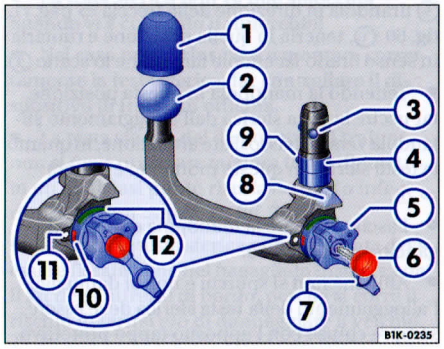
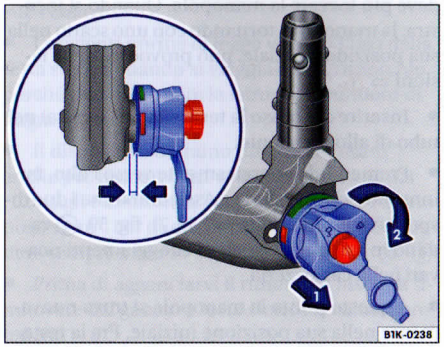

Fig. 59 Il gancio a testa sferica amovibile del dispositivo di traino
Fig. 60 Precarico del gancio a testa sferica
Legenda ⇒ fig. 59
- Togliere il tappo protettivo ⑦ della serratura e inserire la chiave ⑥.
- Girare la chiave ⑥ finché la freccia raffigurata su di essa non è orientata verso il simbolo del "lucchetto aperto".
- Con la mano destra estrarre poi la manopola tirandola in direzione della freccia ⇒ fig. 60 ①, tenerla in quella posizione e ruotarla nel senso indicato dalla freccia ②. La preparazione al montaggio del gancio a testa sferica è a questo punto terminata. Il contrassegno rosso ⇒ fig. 59 ⑩ deve essere rivolto verso il contrassegno bianco ⑪ della testa sferica. Tra la manopola e la testa sferica deve esserci una distanza di circa 4 mm ⇒ fig. 60 (vedasi ingrandimento).
- Verificare se si possono inserire completamente le sfere ⇒ fig. 59 ③ nel gambo ④ del gancio. ▶
- Premendola energicamente verso l'alto, far innestare la testa sferica. Assicurarsi che i due dispositivi di centraggio ⇒ pag. 71, fig. 59 ⑧ vadano in presa nei rispettivi alloggiamenti ricavati nella carrozzeria.
- Girare la chiave ⑥ in senso antiorario all'interno della serratura della manopola, quindi sfilarla.
- Rimettere il tappo protettivo ⑦ sulla serratura e riporre la chiave fra gli attrezzi di bordo.
- Togliere il tappo ⑦ dalla serratura della manopola e inserirvi la chiave ⑥.
- Con la mano destra estrarre poi la manopola ⑤ tirandola in direzione della freccia ⇒ pag. 71, fig. 60 ①, tenerla in quella posizione e ruotarla in senso orario facendole fare infine lo scatto ②.
- **La testa sferica del dispositivo di traino non si deve utilizzare qualora il suo diametro in un qualsiasi punto risultasse pari o inferiore a 49 mm ⇒ pag. 71, fig. 59 ②.**